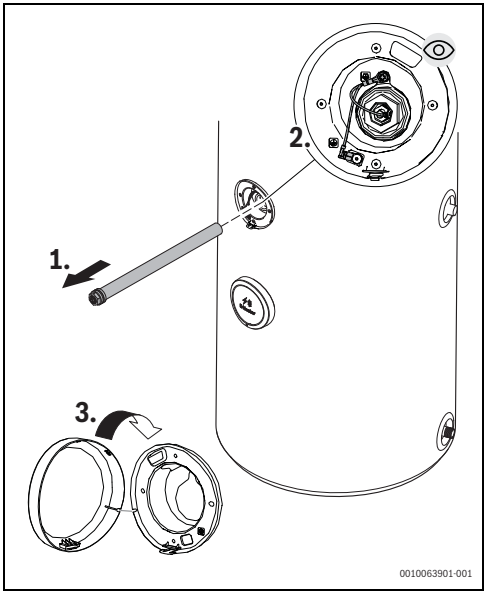

Bild 49 Demontage der Magnesiumanode
- ▶ Magnesiumanode herausschrauben und aus dem Speicher entnehmen; siehe Bild 49, [1].